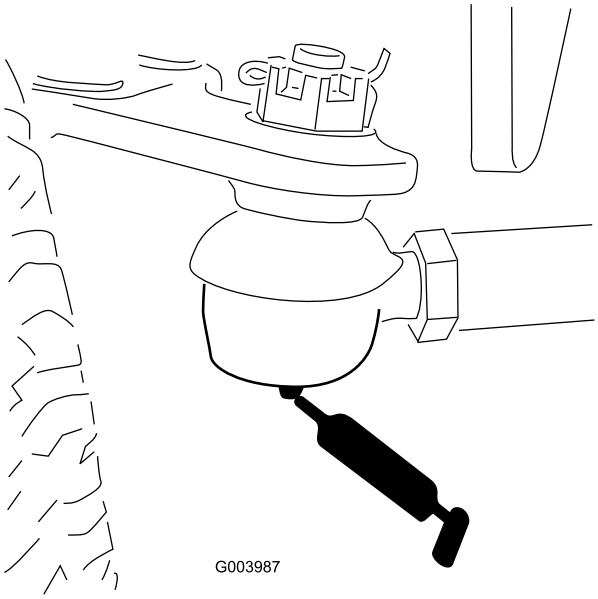

Figuur 47
- Trekstang van achteras (2) (Figuur 47)